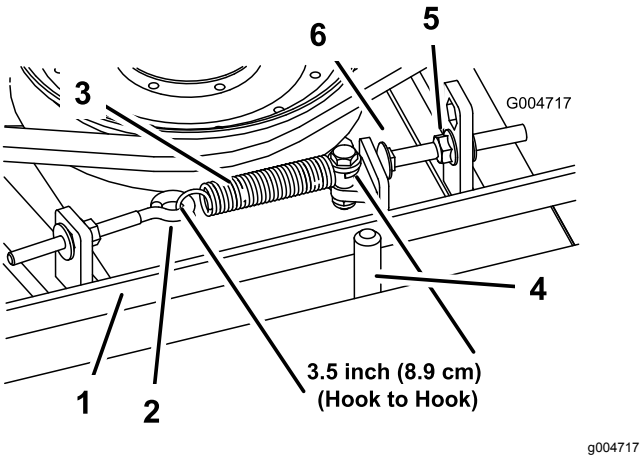

Figur 97
Vid korrekt spänning ska förlängningsfjäderns inre mått (från krok till krok) vara cirka 8,27–9,53 cm. När fjäderspänningen är korrekt ska du justera stoppskruven (vagnsskruven) tills det finns ett spel på cirka 0,17–0,4732 cm mellan skruvens huvud och mellandrevsarmen (Figur 97).
Obs: Kontrollera att remmen sitter på fjädersidan av remstyrningen (Figur 97).
2. Lossa öglebulten så att du kan ta bort förlängningsfjädern (Figur 97).
3. Lossa flänsmuttern som håller fast stoppskruven på monteringsfliken och flytta mellanremskivan bort från remmen för att minska remspänningen (Figur 97).
9. Sätt fast förlängningsfjädern (Figur 97) i öglebulten och spänn remmen på följande sätt: